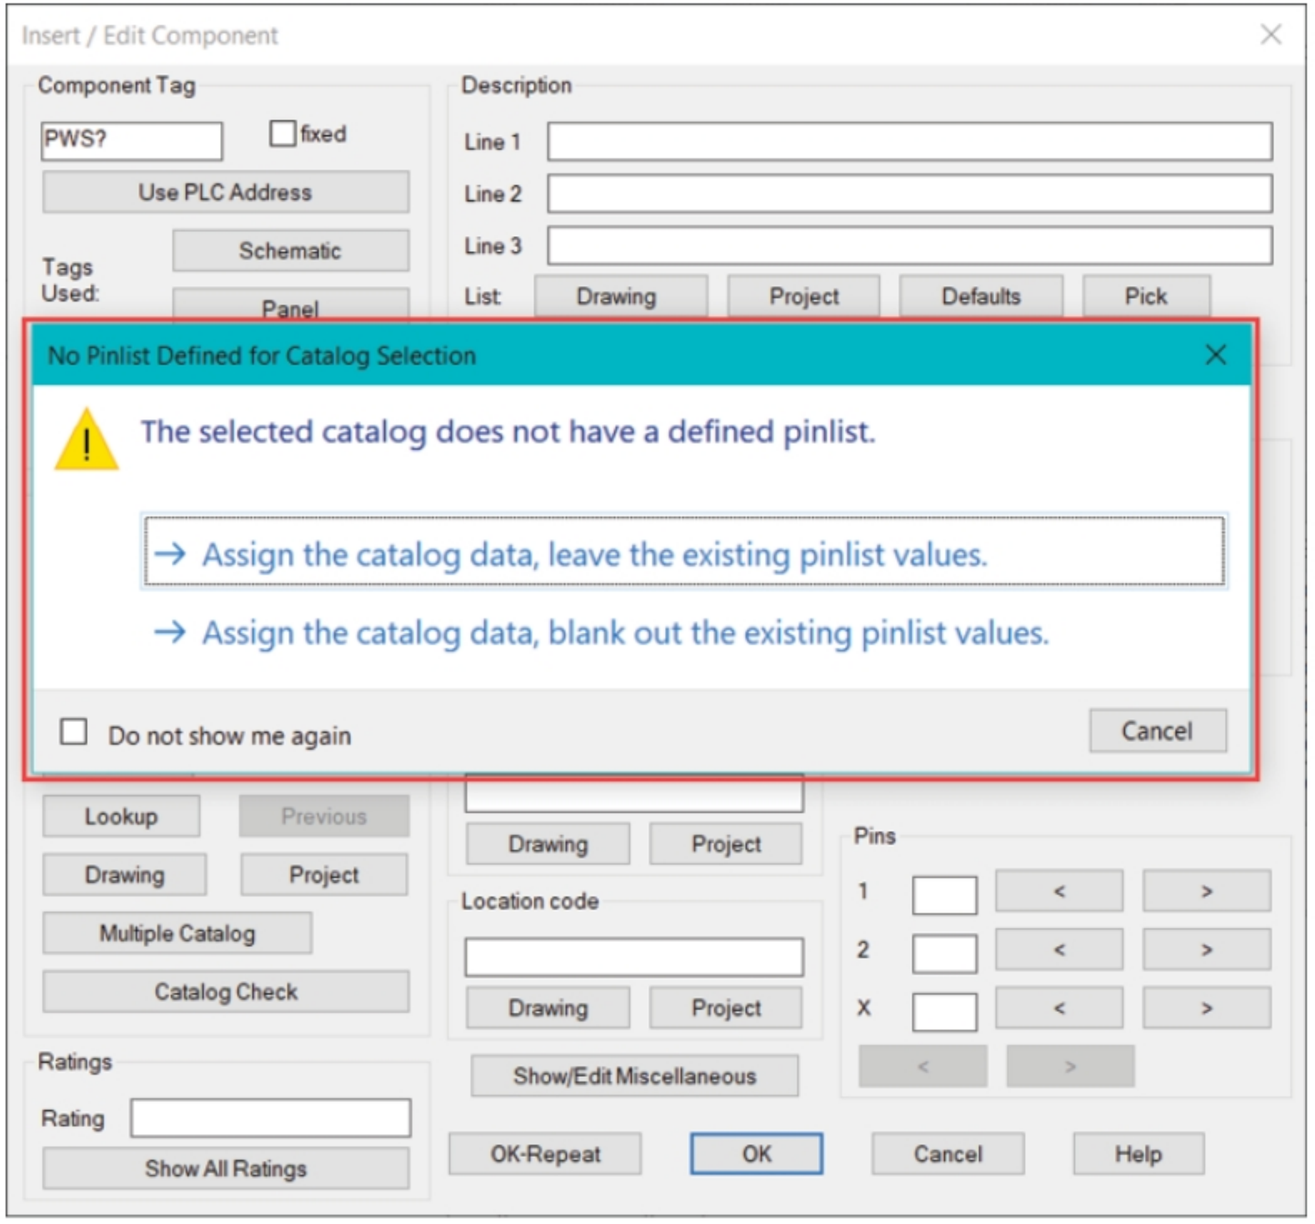

Figure-35. No Pinlist Defined for Catalog Selection dialog box
- Select the **Power Source 1 Phase** symbol from the **Power Supplies** category in the **Insert Component** dialog box and place the symbol at desired location. The **No Pinlist Defined for Catalog Selection** dialog box will be displayed with **Insert/Edit Component** dialog box; refer to Figure-35.